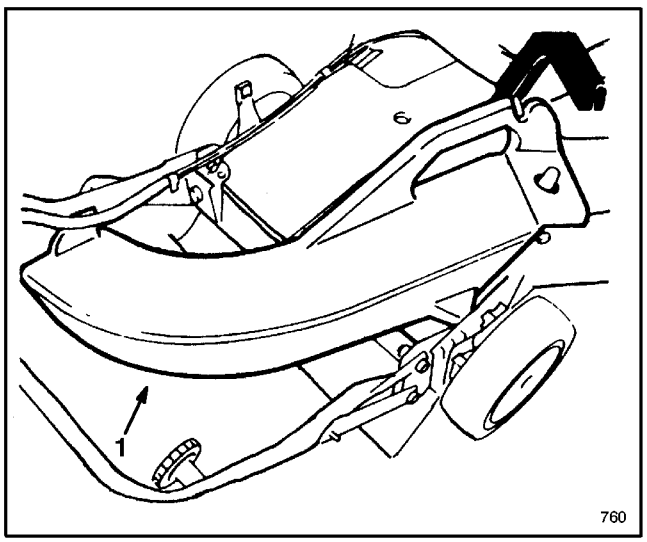

Figure 34
1. Side Discharge Kit, Model No. 59110—Installs in seconds. Rear mounted in place of the grass bag. Disperses clippings while trimming on both sides (Fig. 34).